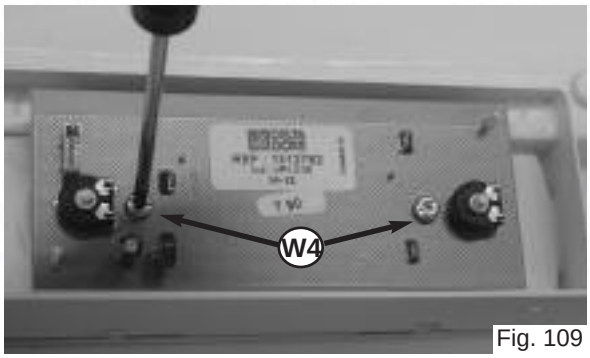

Fig. 109
6. To remove the display PCB, remove the two screw **W4** and lift the PCB out (see Fig. 109);